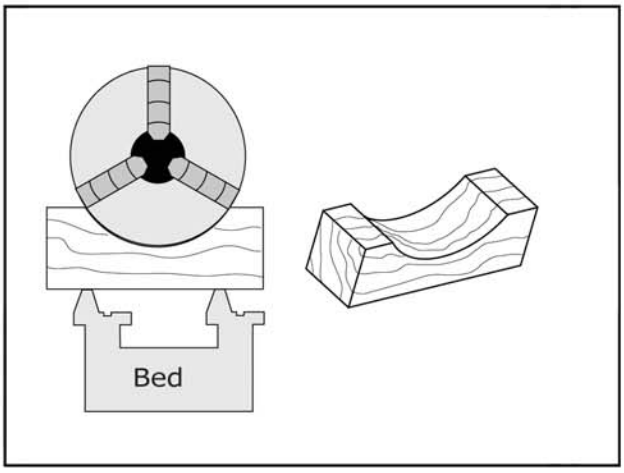

Figure 26: Faceplate and dead center setup.
2. Lay a chuck cradle or protective layer of plywood ver the bedways to prevent your fingers from being pinched and to protect the precision-ground surfaces (see Figure 26).